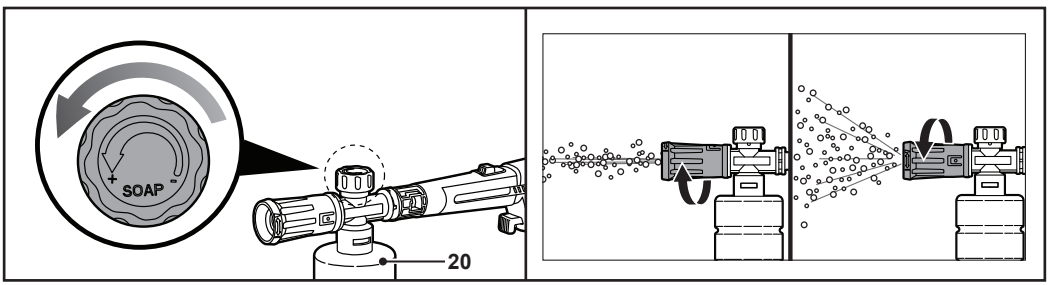

Fig. 11
- Gire el mando hacia la izquierda para aplicar menos espuma (Fig. 11).